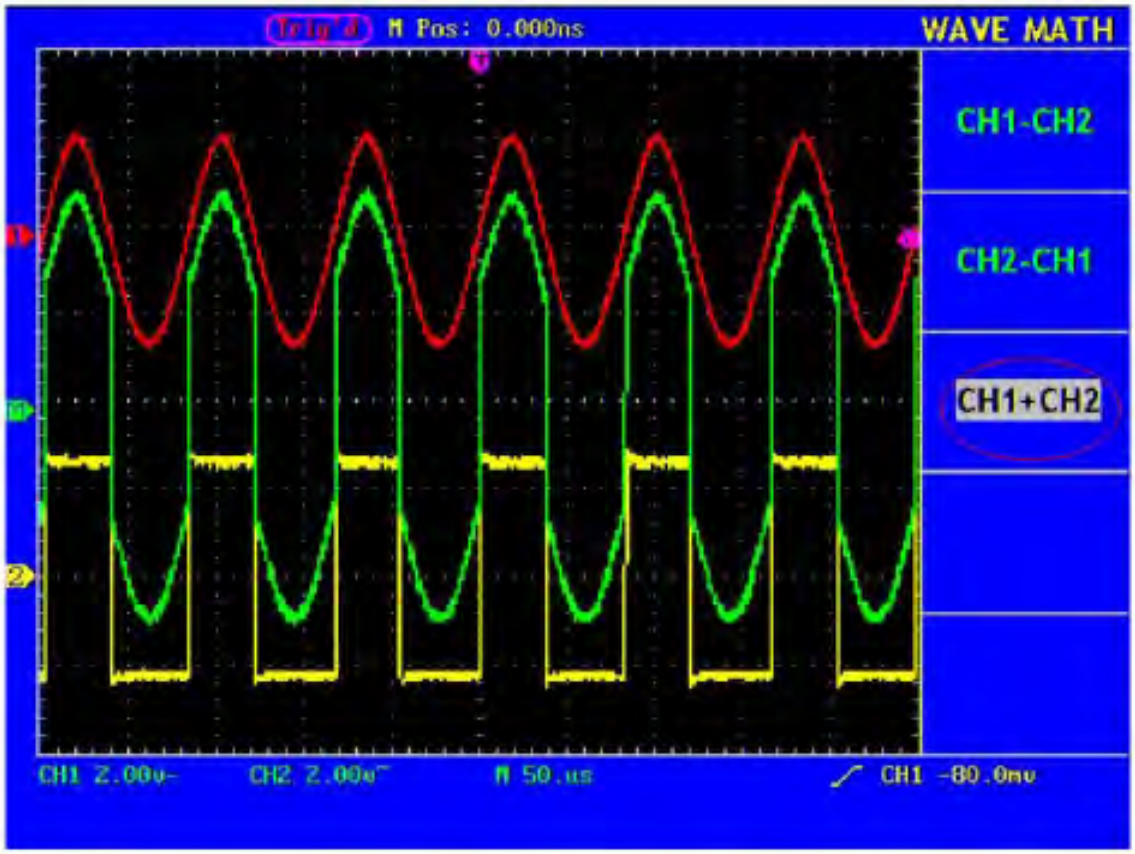

Abb. 19 Wellenformergebnis der Addition von Kanal 1 und 2
2. Drücken Sie die Menüauswahltaste **F3** und wählen Sie **CH1+CH2**. Die berechnete Kurve M erscheint in Grün auf dem Bildschirm; drücken Sie die Menüauswahltaste **F3** erneut, um die Wellenform M zu löschen (siehe Abb. 19).